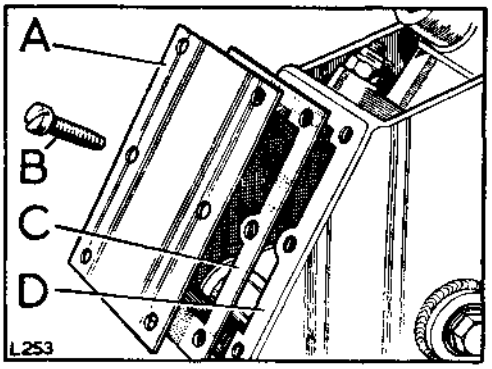

**Fig. H1-23. Top cover for brake pedal bracket**
14. Fit the top cover and gasket to the brake pedal bracket, see Fig. H1-23.